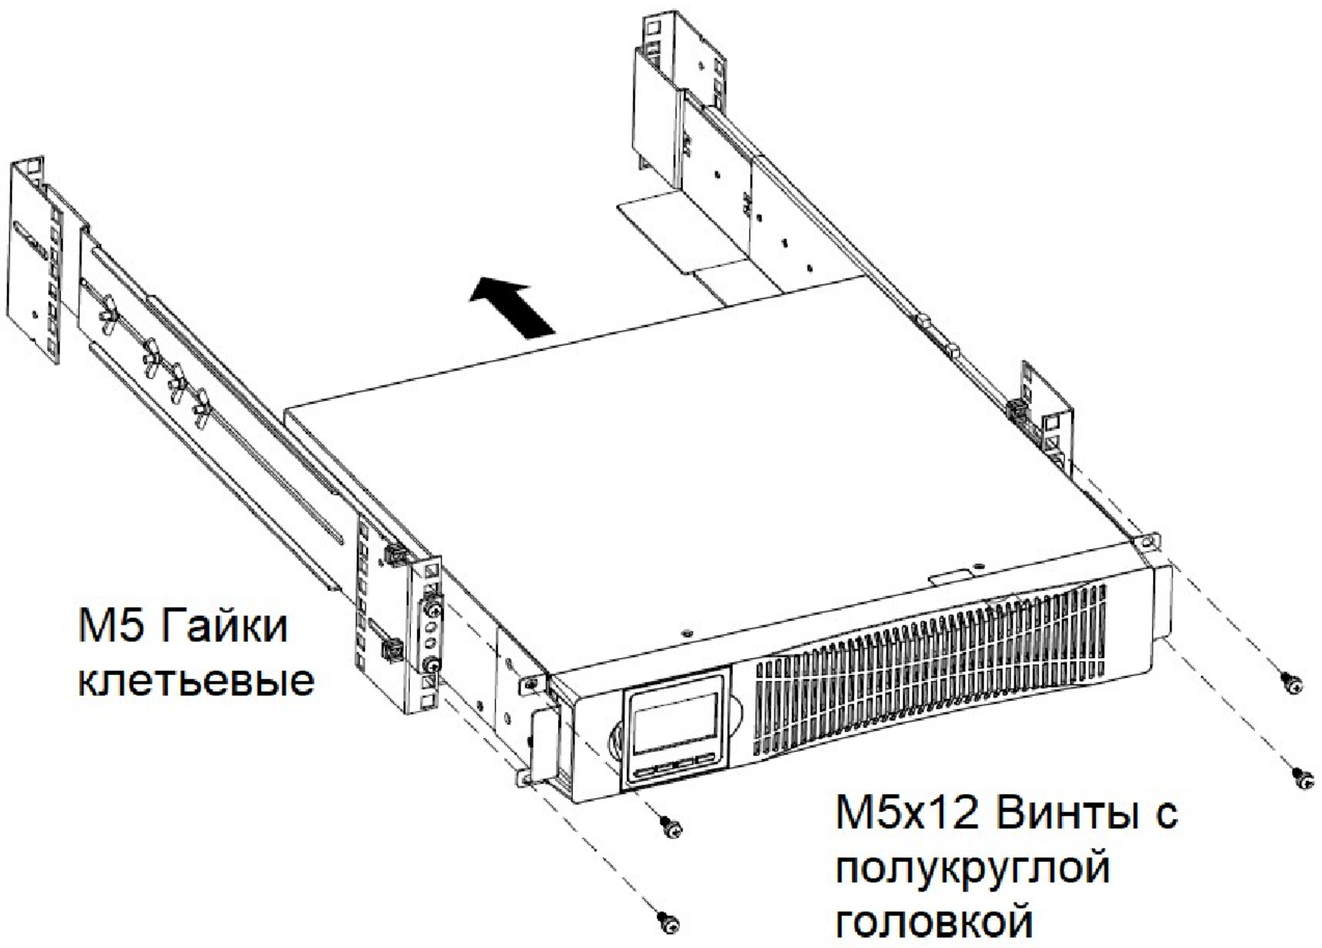

Рис.8 — Установка ИБП в стойку 19"
9) Задвиньте ИБП в стойку (см. Рис.8);
10) Закрепите ИБП к рельсам с помощью винтов с потайной головкой (см. Рис.8).